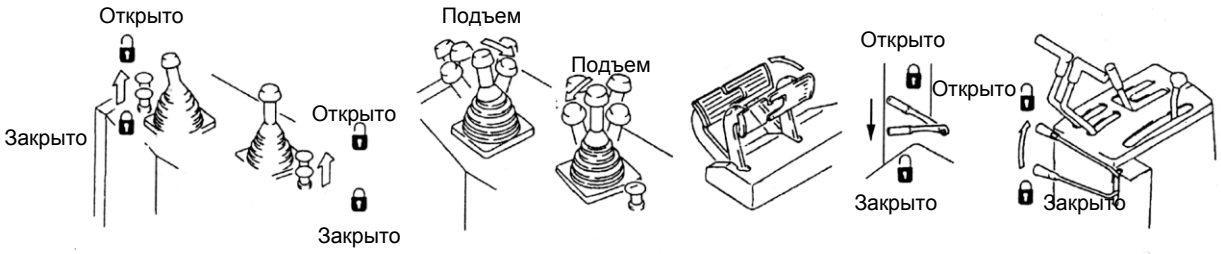

Рис. 2-8.
2.3. Начало движения (Рис. 2-8 … 2-9).